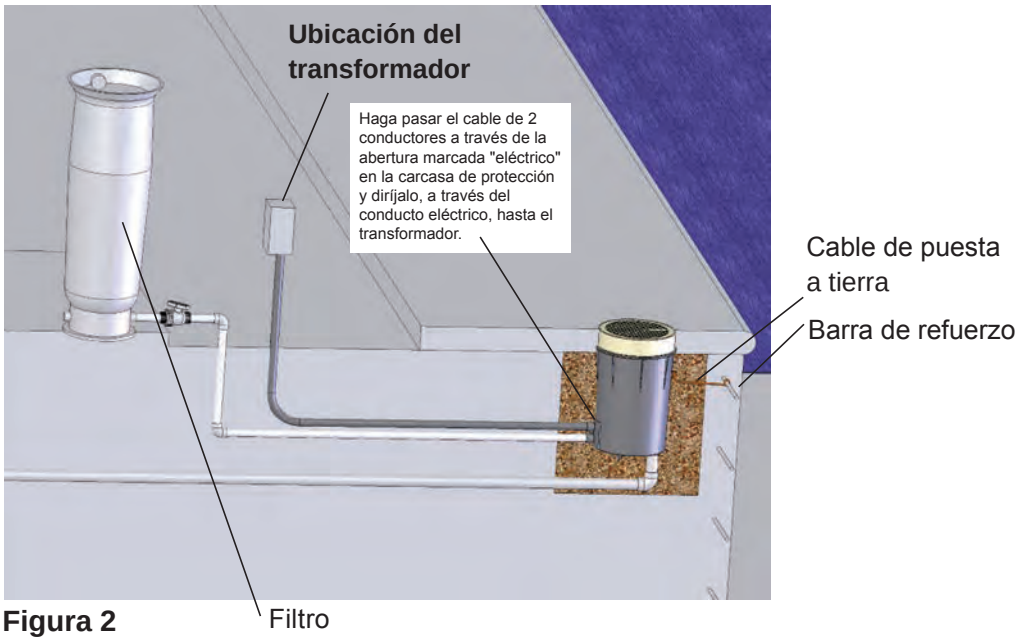

Figura 2
1. Haga pasar el cable de 2 conductores con un calibre 14 a través de la abertura marcada "eléctrico" en la carcasa de protección y diríjalo, a través del conducto eléctrico, hasta el transformador (Figura 2).